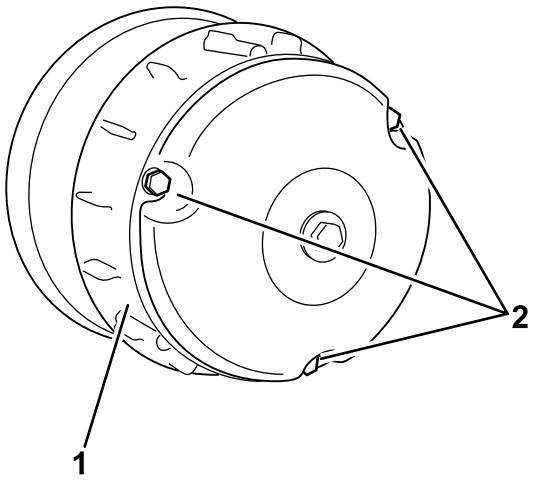

Figuur 69
2. Verwijder de 3 bouten waarmee de kap van de koppeling is bevestigd, en haal de kap weg (Figuur 69).
4. Plaats de kap van de koppeling en bevestig deze met de 3 bouten (Figuur 69) die u verwijderd hebt in 2.